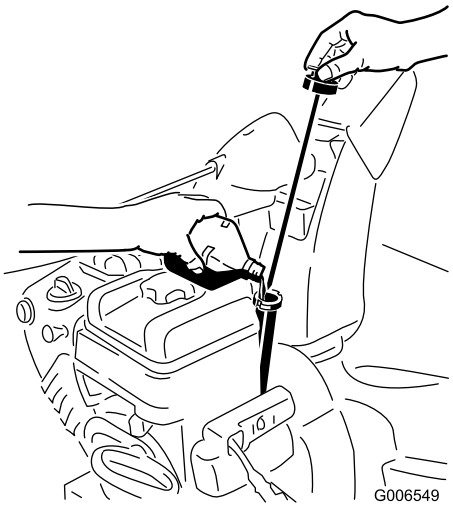

Figur 19
1. Fjern peilestaven, og hell olje **sakte** inn i oljepåfyllingsrøret for å heve oljenivået til Full-merket på peilestaven. **Ikke fyll på for mye** (Figur 19). Se Kontrollere motoroljenivået i avsnittet Vedlikehold.